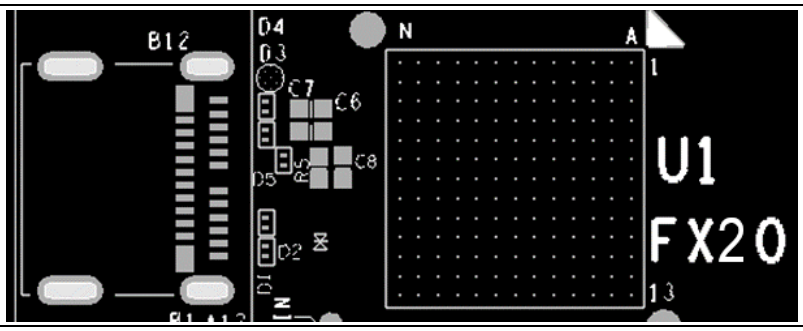

Figure 5 Tx capacitors C6 and C7 placed symmetrically in the EZ-USB™ FX20 DVK layout
- USB3 traces require additional series AC coupling capacitors (0.1 µF) on the Tx lines. See in Figure 5, capacitors C6 and C7 are the AC coupling capacitors placed in the DVK on the TX1 line. Similarly, AC coupling capacitors are present on the TX2 line in the bottom side of the PCB. No AC coupling capacitors are required on the Rx lines